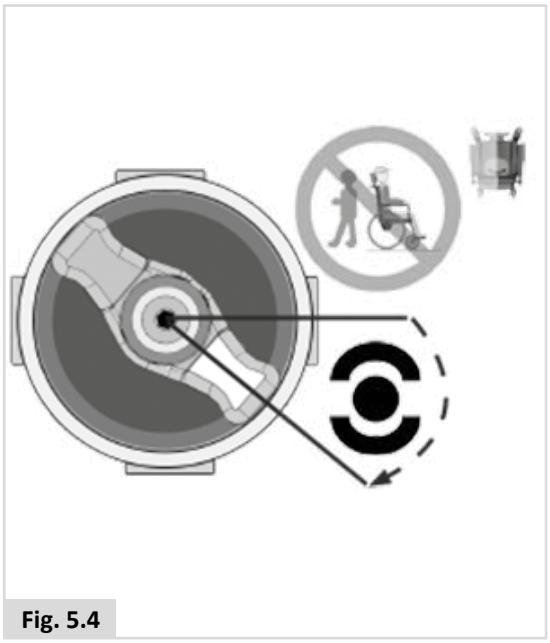
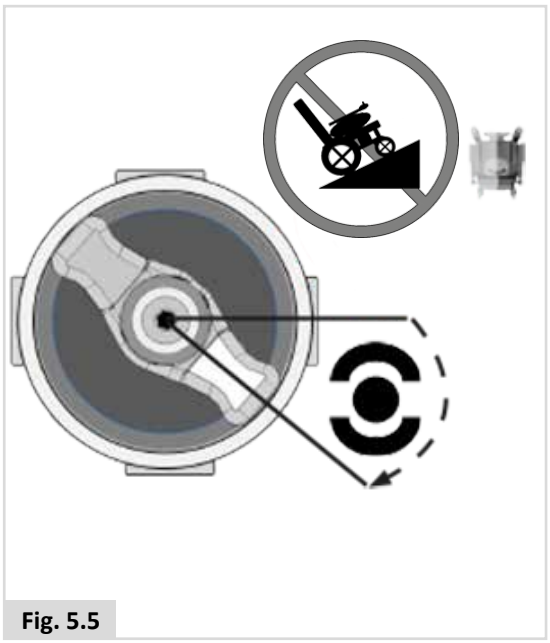

Fig. 5.4
Fig. 5.5
2. Disinnesto dei motori (ruote sbloccate). (Fig. 5.4 - Fig. 5.5).